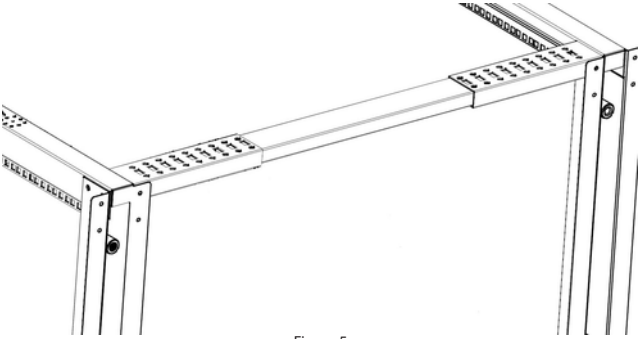

Figure 5
8. Slide a second **Center Section Assembly** between the other side of the **Base Brackets**. *(Figure 5)*